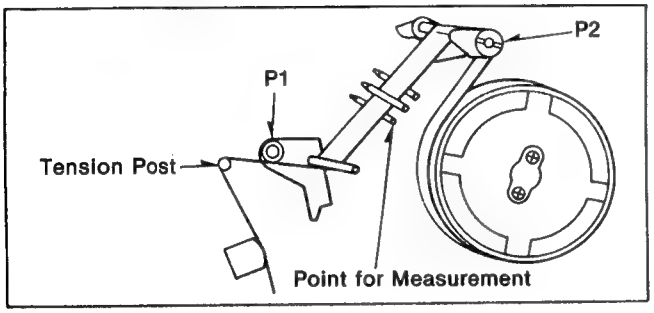

Fig. M3 Measurement of Back Tension
2. Insert the Back Tension Meter into the path of a tape, and measure the back tension to be within specification as shown in Fig. M3.